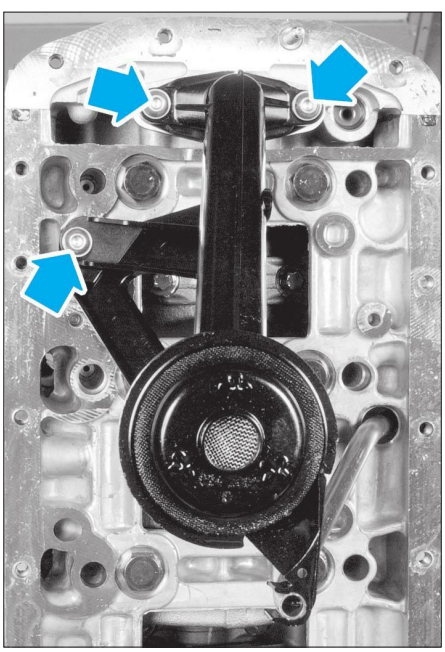

**Fig. 13**
- les vis de fixation de la crépine **(Fig.13)**.